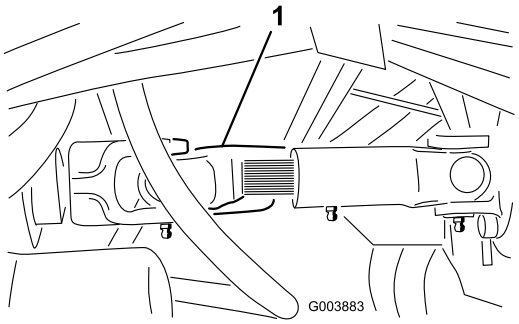

**Figuur 35**
2. Draai de bouten los waarmee de aandrijfas is bevestigd aan de transmissie (Figuur 35).
wordt getoond in Figuur 35. De gleuven zijn zo ontworpen dat u de aandrijfas uitsluitend kunt monteren als de twee helften van de as in de juiste richting worden geplaatst.